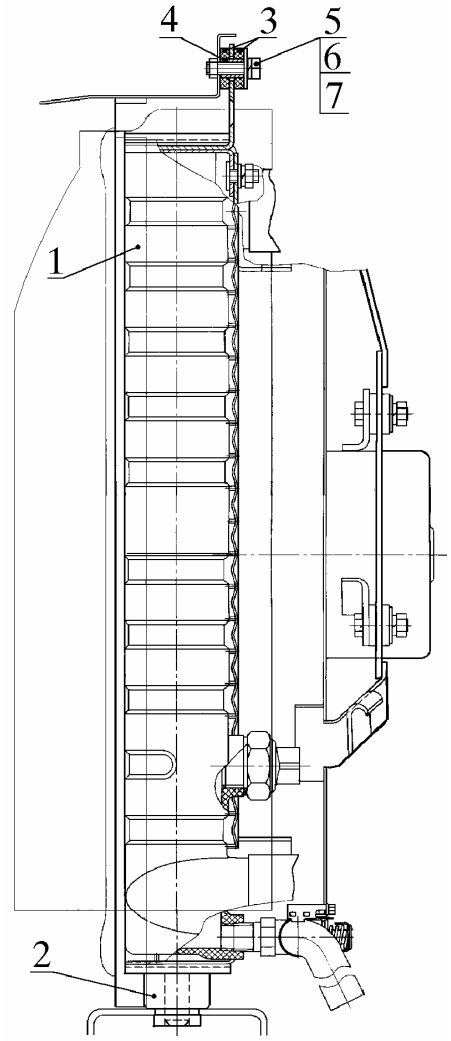

Рис. 12. Снятие радиатора с электровентилятором в сборе:
4.7.8. Снять радиатор 1 (рис. 12), вывинтив и сняв два болта 5 с шайбами 6 и 7, шайбами 3 и втулками 4 *(ключ 10 типа ГОСТ 2839-86).*